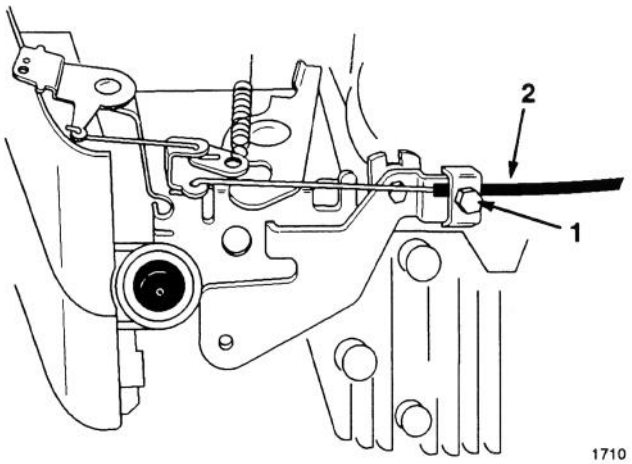

Figure 17
1. Cover 2. Screw (2)
3. Loosen cable clamp screw until throttle cable slides (Fig. 17).